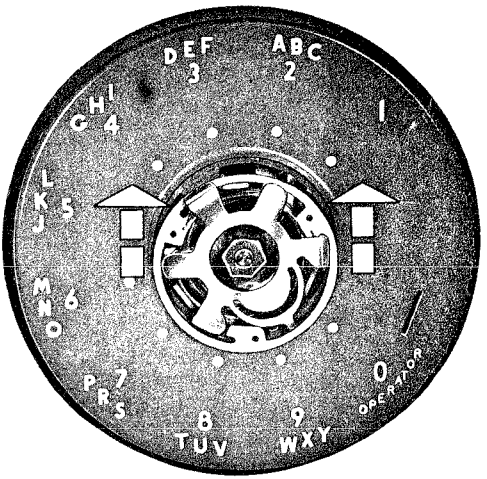

Fig. 8 — Lock Ring in Extreme Forward Position for Removal
(5) Raise lock ring until it is just under the clamp plate and slide toward the numeral 4 until the upper end of the ring can be lifted over the clamp plate (Fig. 8). Slide ring toward numeral 9 to remove.
(6) Lift off number plate.